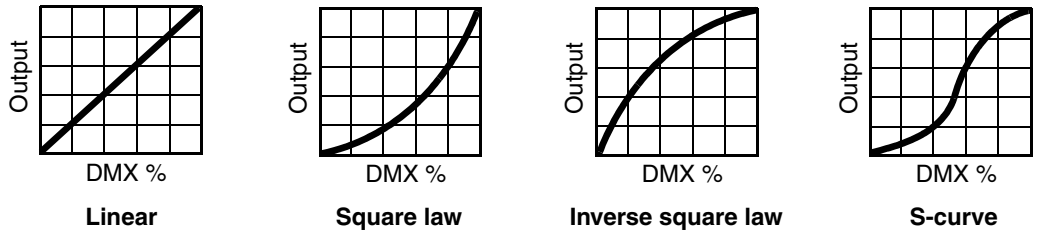

Bild 3: Dimmkurven
- **DIMMER CURVE** stellt vier Dimmkurven zur Verfügung (siehe Bild 3):